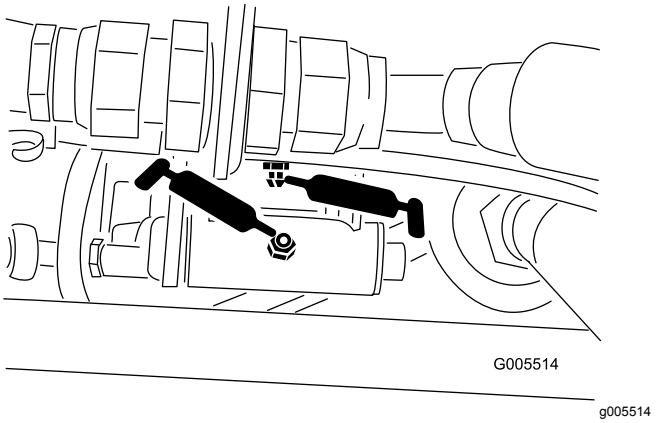
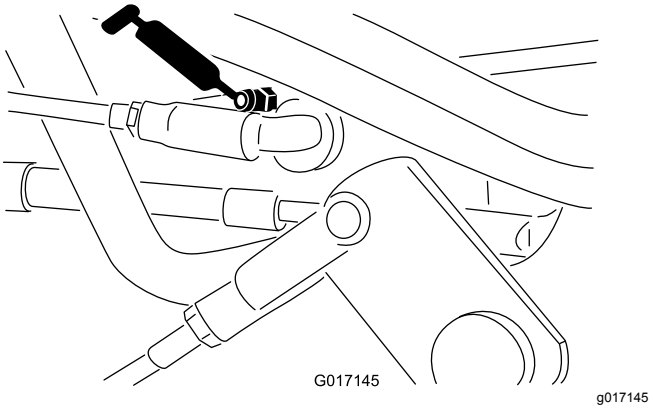

Figure 37
Figure 38
- Speed-selector linkage (Figure 37 and Figure 38)